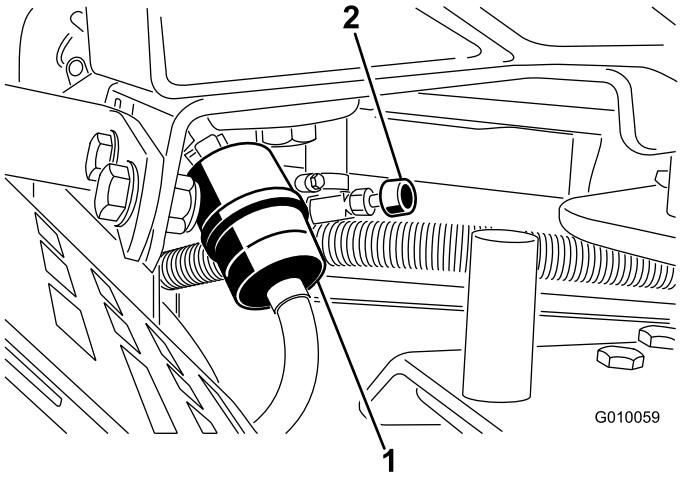

Figur 52
2. Steng bensinkranen (Figur 52).
3. Klem sammen endene på slangeklemmene, og skyv dem bort fra filteret (Figur 52).
5. Monter et nytt filter, og skyv slangeklemmene nær opptil filteret (Figur 52).
7. Åpne bensinkranen (Figur 52).
3. Løsne på drivstoffilterets slangeklemme og skyv den opp i bensinslangen, bort fra drivstoffilteret (Figur 52).
4. Dra bensinslangen av drivstoffilteret (Figur 52). Åpne bensinkranen og la bensinen tømmes ut i en bensinbeholder eller et tappefat.
5. Sett bensinslangen på drivstoffilteret. Skyv slangeklemmen nært opptil drivstoffilteret for å feste bensinslangen (Figur 52).